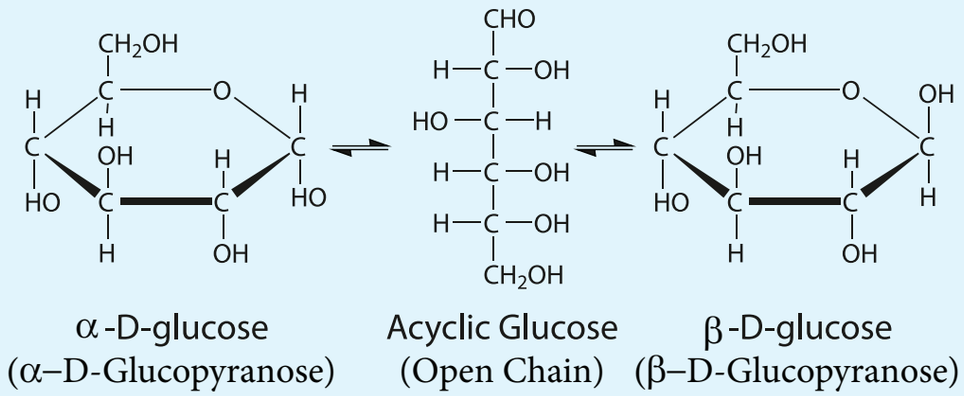

Figure 14.5 Cyclic structures of glucose
In addition, glucose is found to crystallise in two different forms depending upon the crystallisation conditions with different melting points (419 and 423 K). In order to explain these it was proposed that one of the hydroxyl group reacts with the aldehyde group to form a cyclic structure (hemiacetal form) as shown in figure 14.5. This also results in the conversion of the achiral aldehyde carbon into a chiral one leading to the possibility of two isomers. These two isomers differ only in the configuration of C1 carbon. These isomers are called **anomers.** The two anomeric forms of glucose are called α and β-forms. This cyclic structure of glucose is similar to pyran, a cyclic compound with 5 carbon and one oxygen atom, and hence is called pyranose form. The specific rotation of pure α- and β-(D) glucose are 112° & 18.7° respectively. However, when a pure form of any one of these sugars is dissolved in